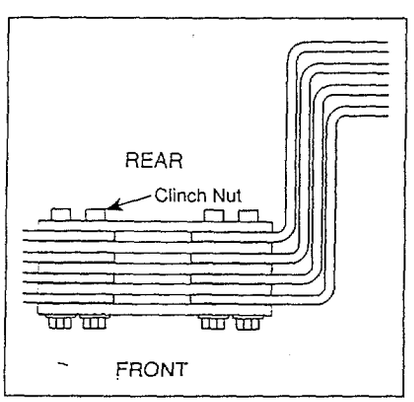

Figure 60: Splicing horizontal bus
All splice connections have one more splice bar than laminations of horizontal bus (figure 60).
2. Position the rear splice bar (bar with clinch nuts, figure 60) against the back face of the rear horizontal bus bar.
3. Install a plain splice bar between each lamination of horizontal bus; install the last bar against the front face of the horizontal bus (figure 60).